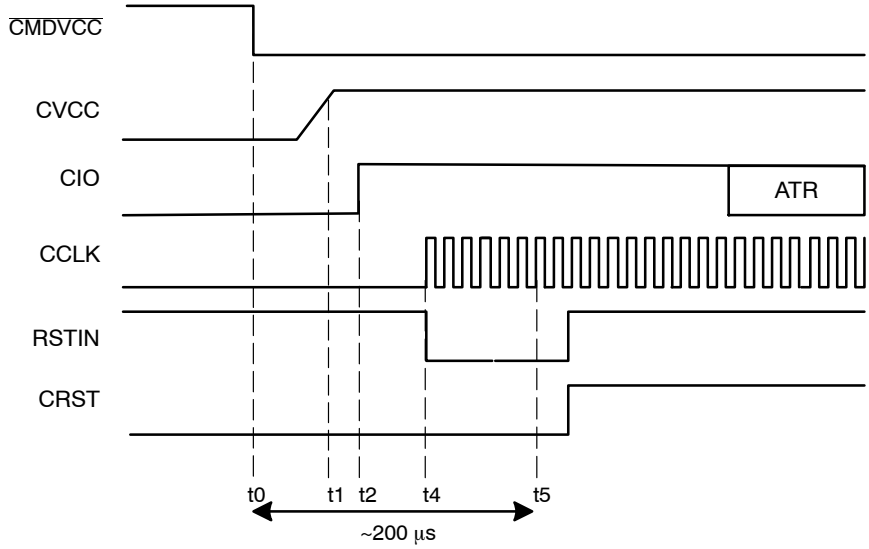

Figure 5. Activation Sequence – RSTIN Mode (RSTIN Starting High)
The clock can also be applied to the card using a **RSTIN mode** allowing controlling the clock starting by setting RSTIN Low (Figure 5). Before running the activation sequence, that is before setting Low $\overline{CMDVCC}$ RSTIN is set High. The following sequence is applied:
- Between t2 (Figure 5) and t5 = 200 μs, RSTIN is reset to LOW and CCLK will start precisely at this moment allowing a precise count of clock cycles before toggling CRST Low to High for ATR (Answer To Reset) request.